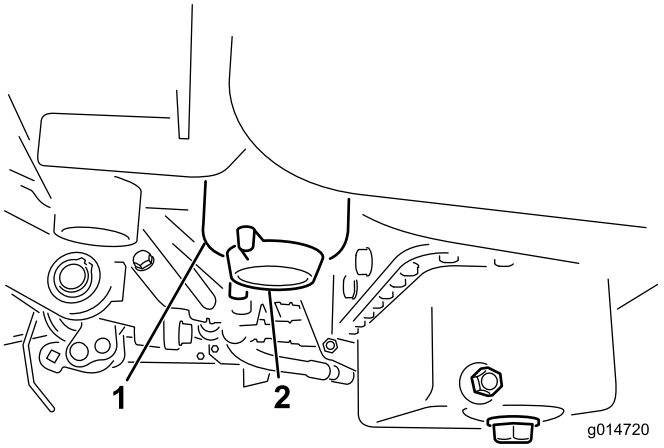

**Figur 30**
3. Åbn dræningsventilen på brændstoffilteret/vandudskilleren ca. en omgang, og aftap eventuelt ansamlet vand (Figur 30). Spænd proppen efter aftapning.